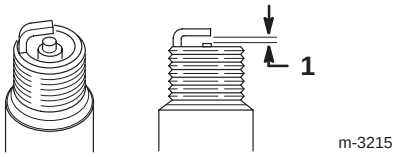

Figur 25
9. Justera gapet mellan elektroderna på det nya tändstiftet så att det är 0,76 mm enligt figur 25.